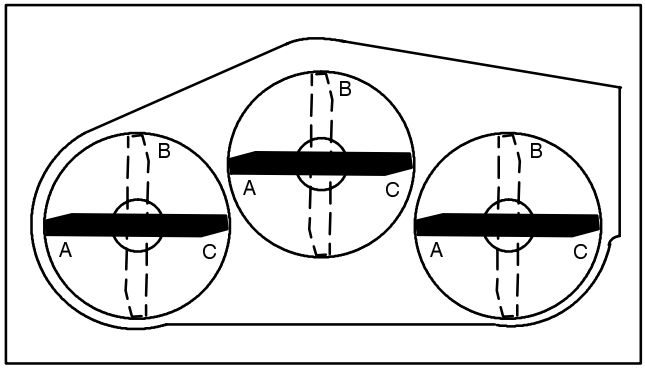
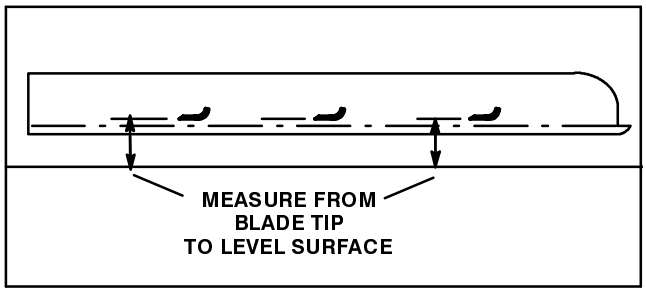

Figure 34
Figure 35
(Fig. 34–35)
5. Position all three blades in the "A" position (Fig. 34) and measure from level surface to the bottom of the tip end of each blade (Fig. 35).
6. Note measurement attained at "A", rotate blades to "B" position (Fig. 34), measure distance of all blades to level surface and note dimensions (Fig. 35).
7. Rotate blades to "C" position, measure and note distance measured (Fig. 34, 35).